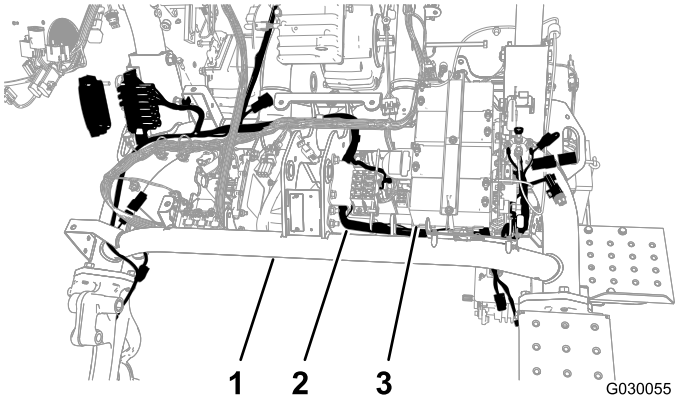

Figura 4
4. Encaminhe a cablagem por baixo do tubo principal da estrutura e em frente das baterias do cilindro (Figura 4).